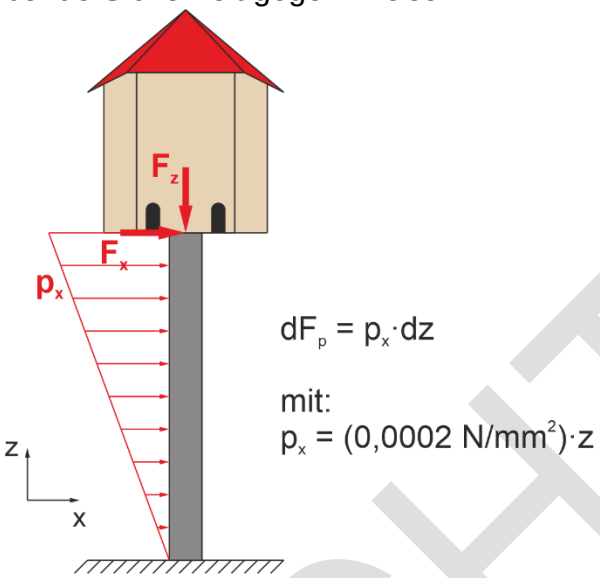

Bild 2.3: Taubenhaus mit Windlast am Ständerrohr.
g) Am Original-Ständerrohr (d_a = 1000 mm) wurde bisher nur die Windlast F_x berücksichtigt, die aus dem Strömungswiderstand des Vogelhauses resultiert. In Realität greift aber auch am Masten eine Windlast an (siehe Bild 2.3). Wie groß ist die verbleibende Sicherheit gegen Fließen? **(4,0 P.)**